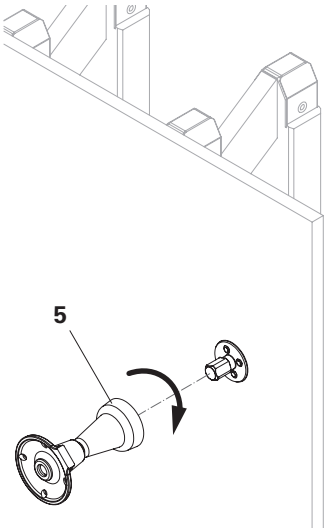

Abb. A2.15
3. Vormontierten Vorlaufanker (**5**) auf die Vorlaufscheibe M24 (**5.12**) schrauben und festziehen (Abb. A2.15 und A2.16).